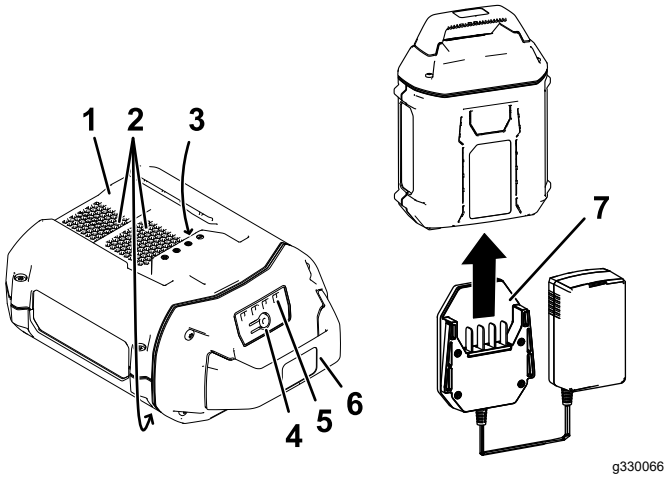

Figura 13
2. Alinee el cargador con el hueco de la parte trasera de la batería (Figura 13).
3. Introduzca el cargador en la batería hasta que esté completamente asentada (Figura 13).